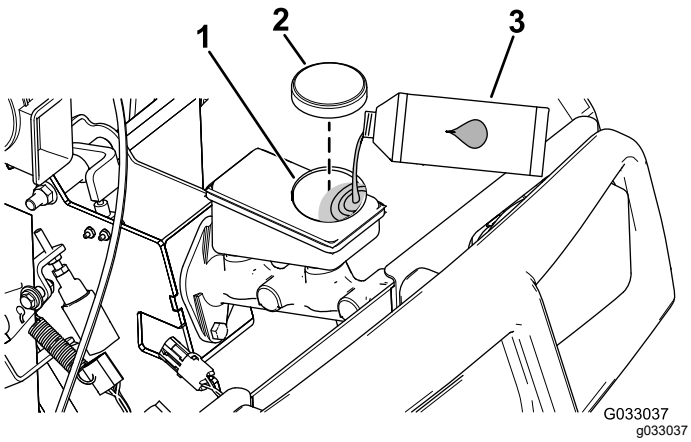

Figur 48
1. Lyft upp motorhuven så att du kommer åt huvudbromscylindern och behållaren (Figur 48).
A. Rengör området kring tanklocket och ta av locket (Figur 48).
C. Sätt tillbaka behållarens lock (Figur 48).